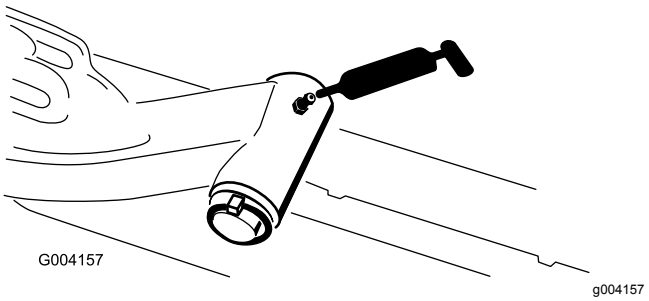

Figur 41
- Løftearmenes drejeaksel (1 hver) (Figur 41)